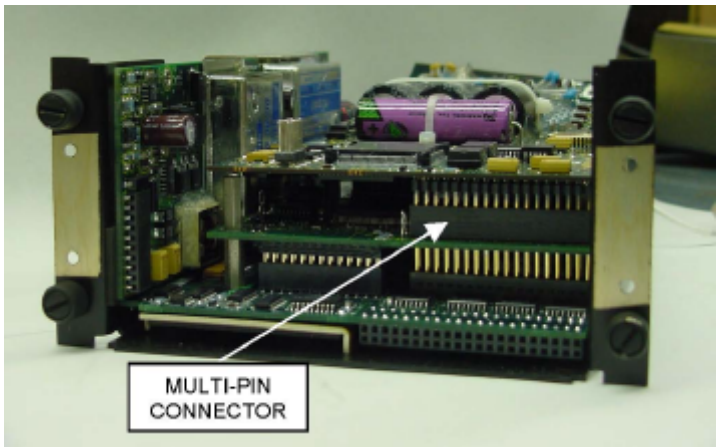

Figure 9
a. To reinstall battery pc board (P/N 11340641) position in place, visually align the pins of multi-pin connector then apply downward pressure to seat the connection (Fig. 9).